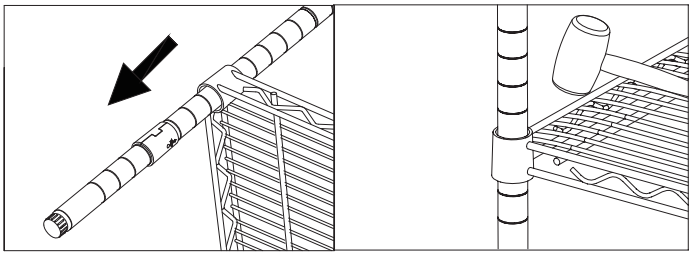

Figure 4
Étape 3: Assemblage des autres tablettes (Voir la Figure 4)